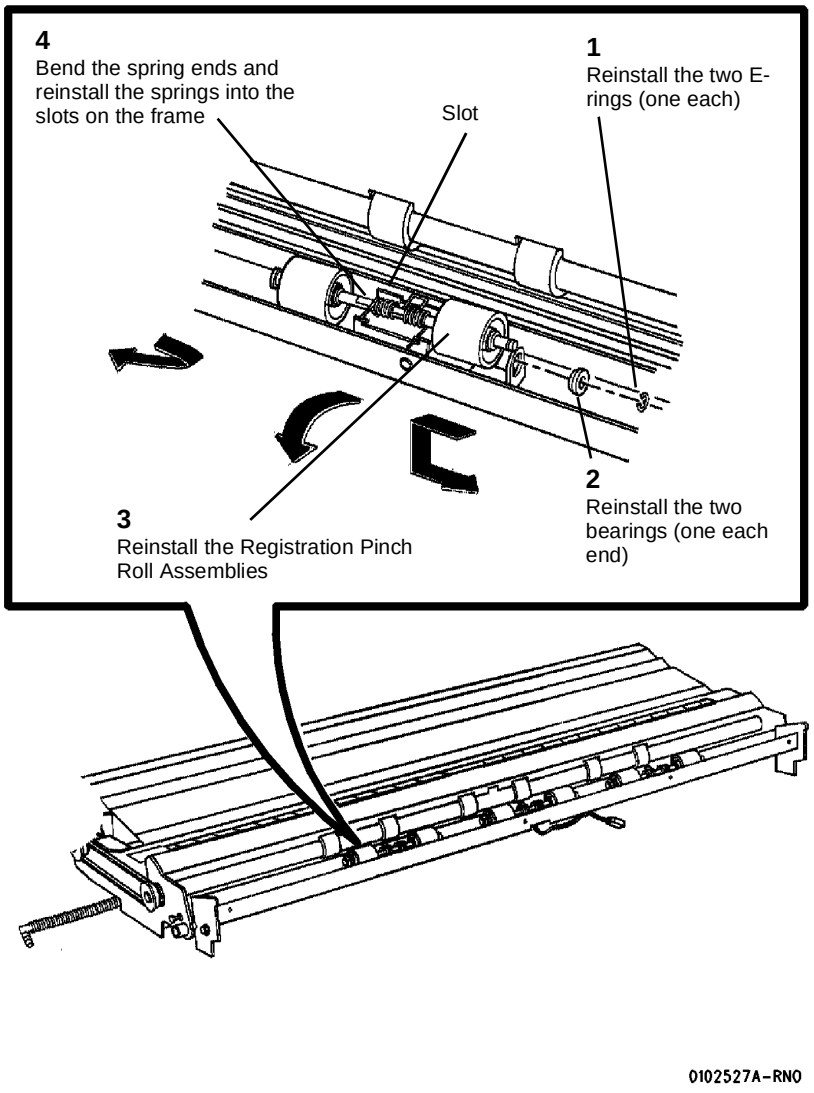

**Figure 3 Reinstalling the Registration Pinch Roll Assembly**
2. (Figure 3): Reinstall the Registration Pinch Roll Assembly.